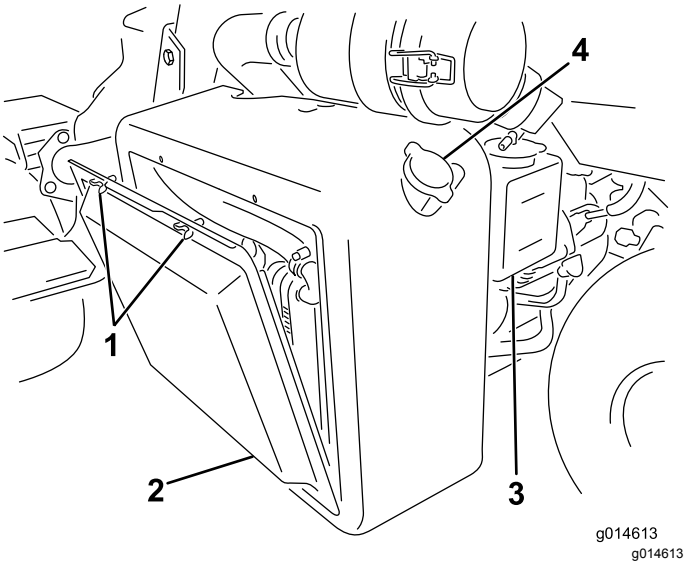

**Rysunek 56**
1. Zdejmij osłonę chłodnicy (Rysunek 56).